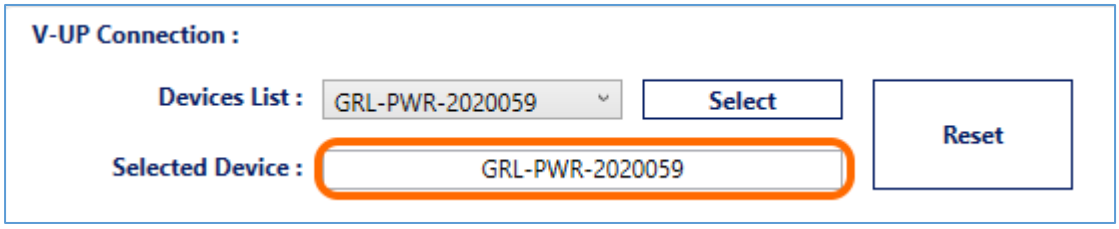

Figure 5. Check Selected Device Status
5. Check the Device status after clicking on the Select button to verify whether the detected device is selected or not as shown in Figure 5 below.